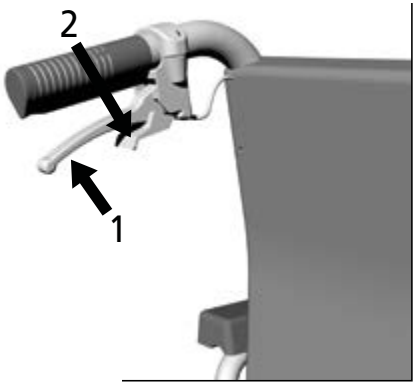

afb.14
Duw beide remhendels gelijkmatig in (1, afb. 14).
1. Duw beide remhendels in (1, afb. 14).
2. Druk de vergrendelhendel van u af, totdat ze vastklikken (2, afb. 14). De trommelrem is nu vastgezet.